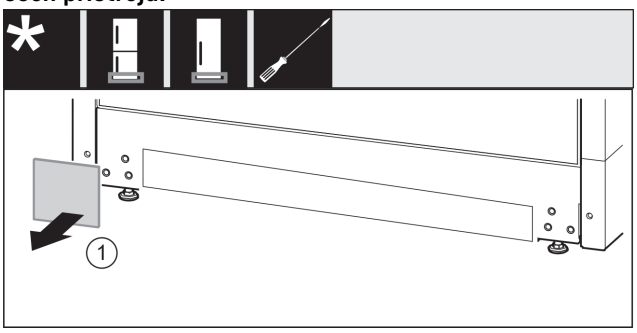

Fig. 18
- ▶ Sejměte kryt *Fig. 18 (1)*.